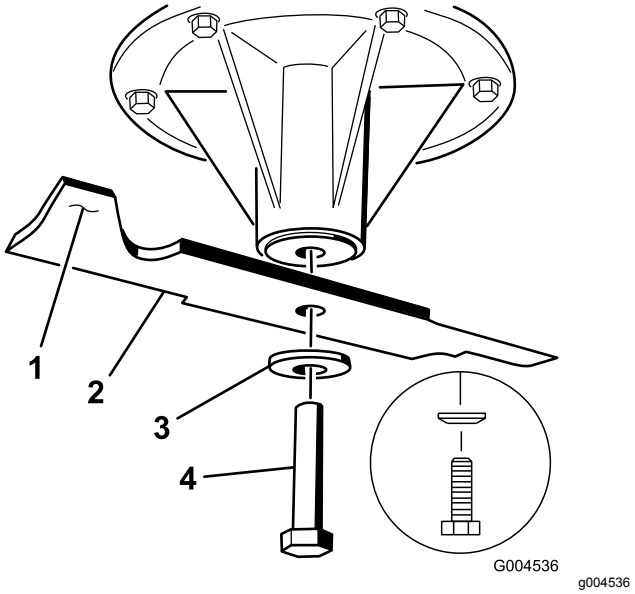

Figur 114
2. Avlägsna knivskruven, den böjda brickan och kniven från spindelaxeln (Figur 114).
1. Montera kniven på spindelaxeln (Figur 114).
2. Montera den böjda brickan och knivbulten (Figur 114).